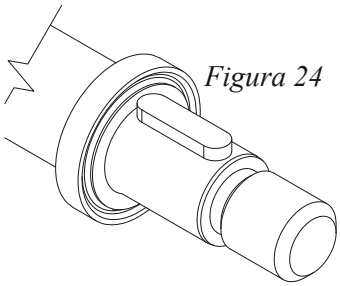

Figura 24
b) Coloque o driver do selo frontal e a chaveta do rotor sobre o eixo (*Figura 24*).